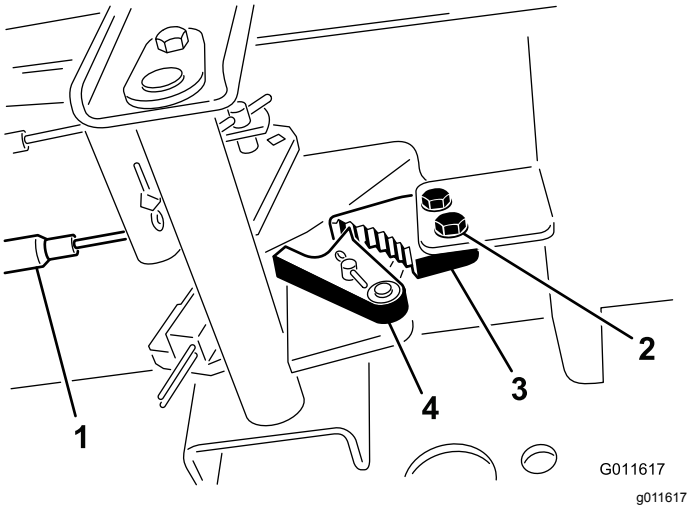

Figur 99
1. Løsne de to skruene som fester parkeringsbremsespaken til rammen (Figur 99).
2. Trykk parkeringsbremsepedalen fremover til bremsesperrehaken aktiveres fullstendig på bremsesperren (Figur 99).